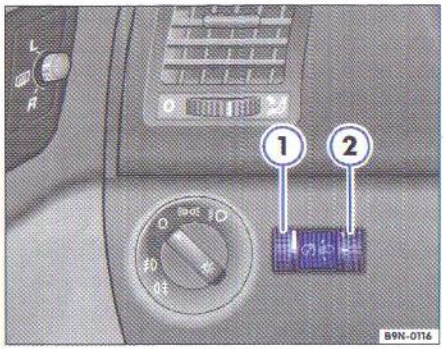

Fig. 21 Imagine din tabloul de bord: Regulator pentru iluminarea instrumentelor / comutatoarelor și reglarea farurilor
Când luminile autovehiculului sunt aprinse, intensitatea luminii instrumentelor și comutatoarelor se pate regla prin rotirea rotiței⇒ fig. 21 ①.